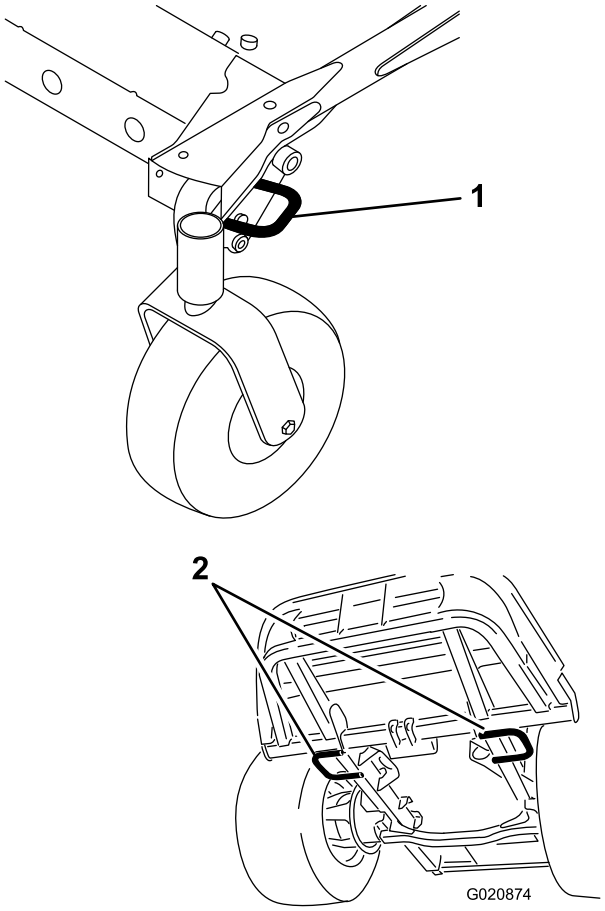

Figur 30
3. Spænd maskinen godt fast til anhængeren eller lastbilen med remme, kæder, kabler eller reb som foreskrevet i færdselsreglerne for dit lokalområde (Figur 30).